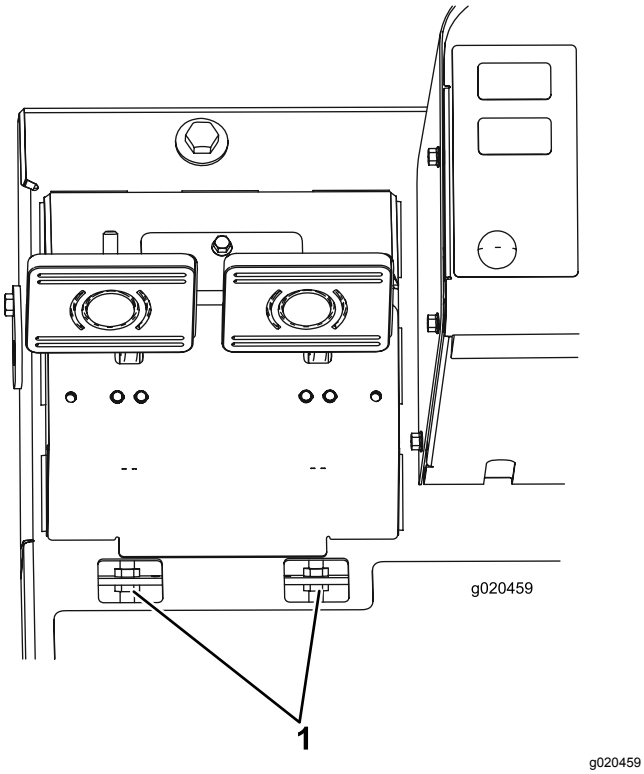

Figuur 63
B. Draai de voorste moer op het draadeinde van de remkabel los (Figuur 63).